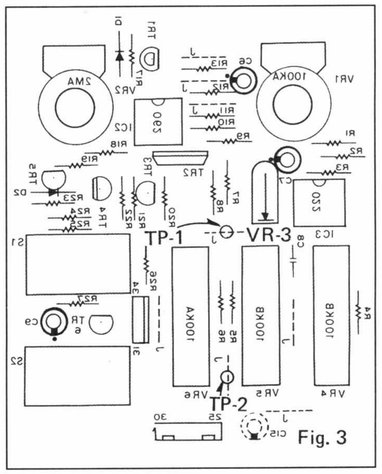

Fig. 3
- Connect the digital voltmeter to test points TP-1 and TP-2 on the Bender Circuit Board as shown in Fig.3.